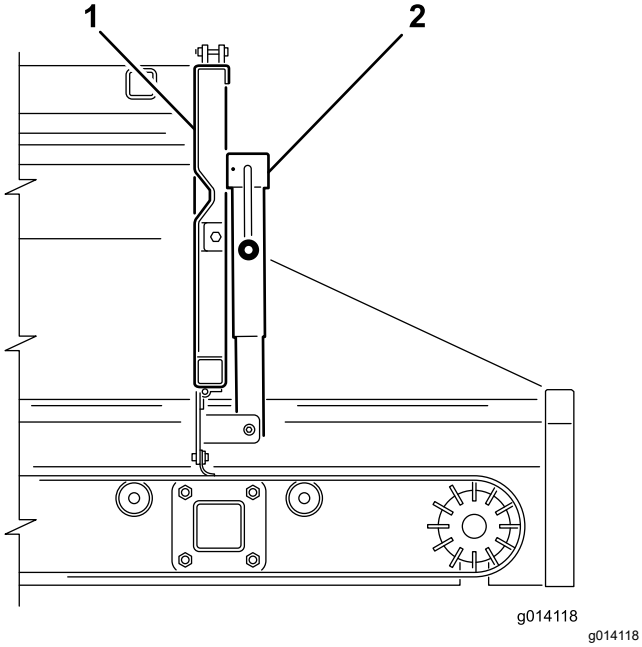
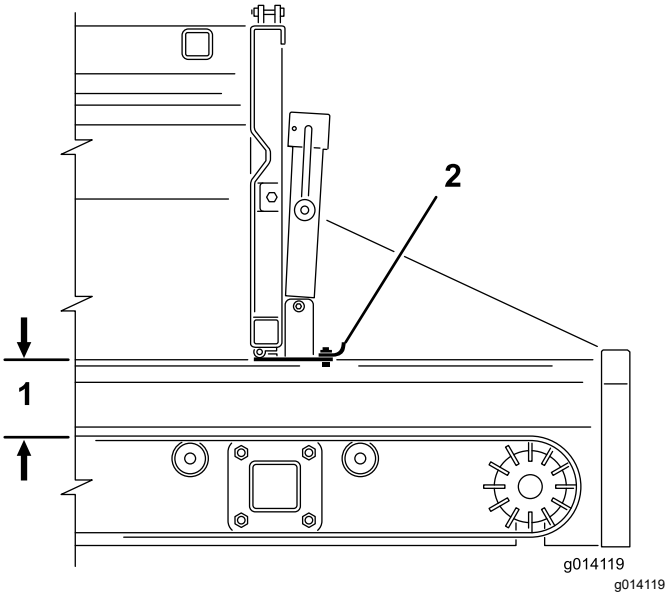

Figuur 43
Figuur 44
2. Gebruik de krikhandgreep om het verstelbare gedeelte van de achterklep te openen of te sluiten (Figuur 43 en Figuur 44). Hiermee kunt u bij het gebruik van een optie de materiaalstroom beperken.